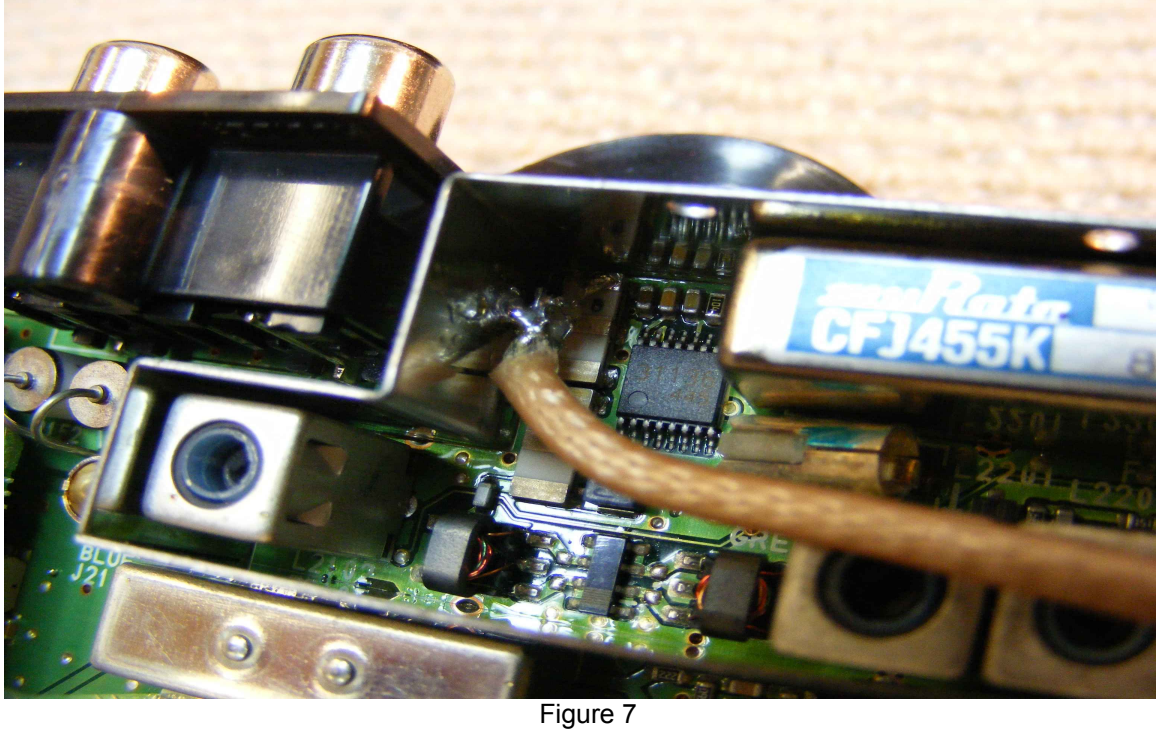

Figure 7
5. Solder the centre of the coax to the end of the filter. The filter end tabs are easy to solder to and are much easier to get to than the end of C9001. Solder the braid of the coax to the side of the enclosure (Fig 7).